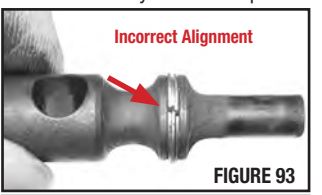

FIGURE 93
- Make sure that the gas-rings on the bolt are not aligned when reassembling. (FIGURES 93 and 94)